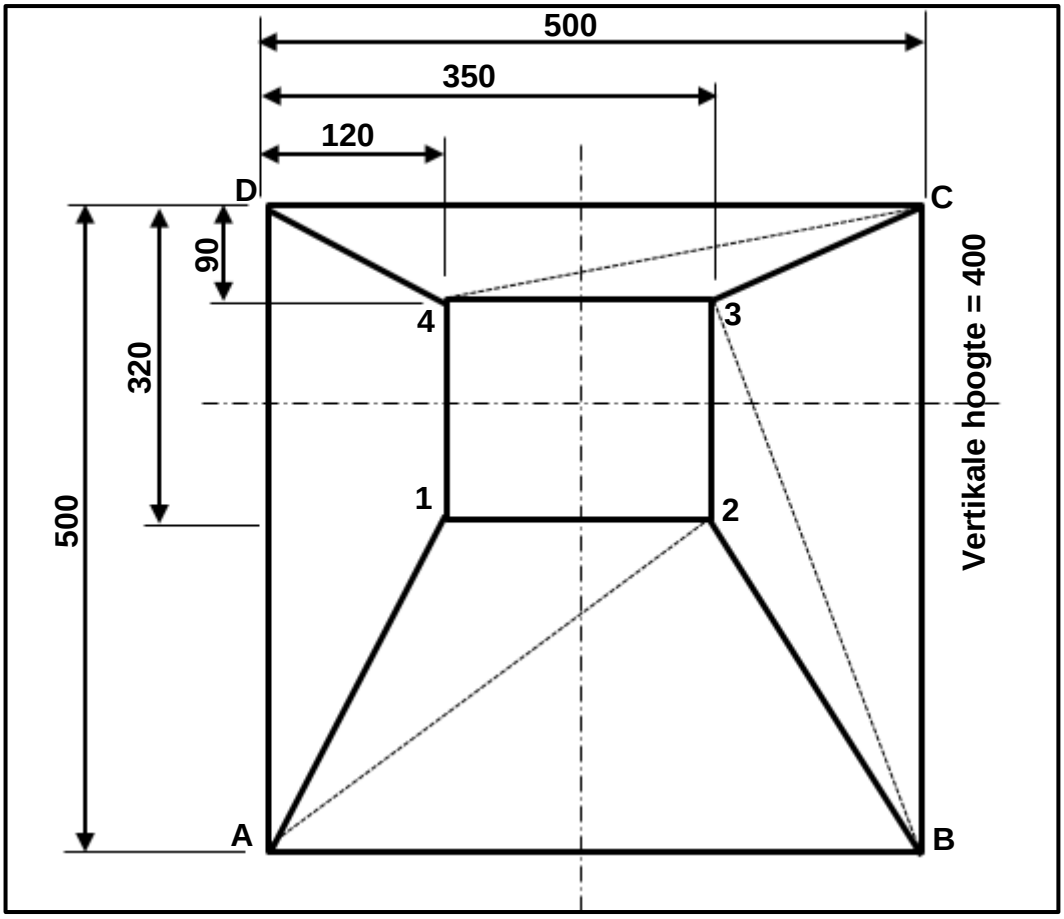

FIGUUR 11.1
11.1 FIGUUR 11.1 hieronder toon 'n vierkant-na-vierkant-geutbak (van die middelpunt af).